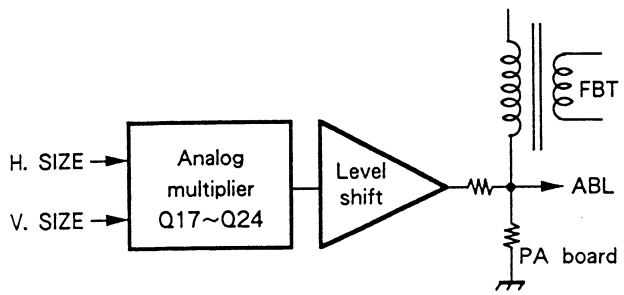

Fig. 4-9.
(3) SIZE ABL circuit··· Since ABL circuit is a total high-voltage limiter, when its size is halved, the current density per unit area is doubled. This can become the cause for partial burning of the tube surface and cracking of the CRT due to heat concentration. This set has a particularly wide size range, the current density can become several times larger. For this reason, a SIZE ABL circuit, which keeps the current density per unit area fixed, was added. Control voltage H. SIZE and V. SIZE are multiplied and the result added to the ABL detection point, as shown in Fig. 4-9. As a result, the detecting voltage is changed. The ABL is therefore being changed through the use of SIZE.